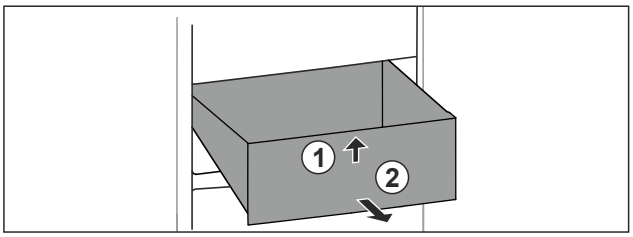

Fig. 105
▶ Приподнимите выдвижной ящик спереди. *Fig. 105 (1)*
▶ Извлеките выдвижной ящик движением вперед. *Fig. 105 (2)*